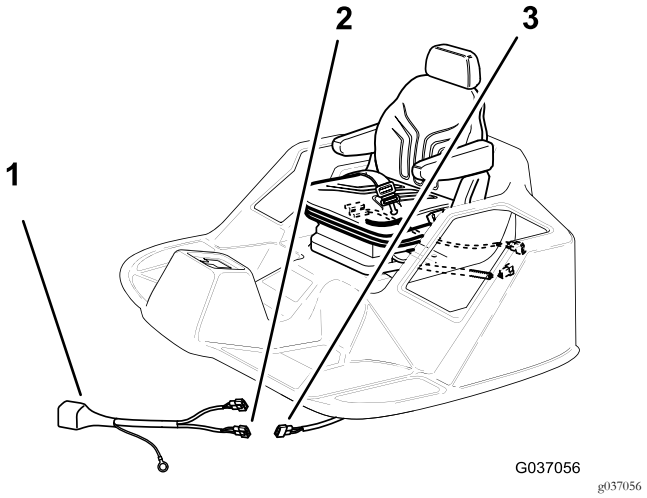

Figure 20
2. Branchez le connecteur à 2 lames du faisceau du relais au connecteur à 2 douilles (Figure 20) du faisceau de la machine que vous avez débranché à l'opération 1 de 2 Retrait du siège (page 4).